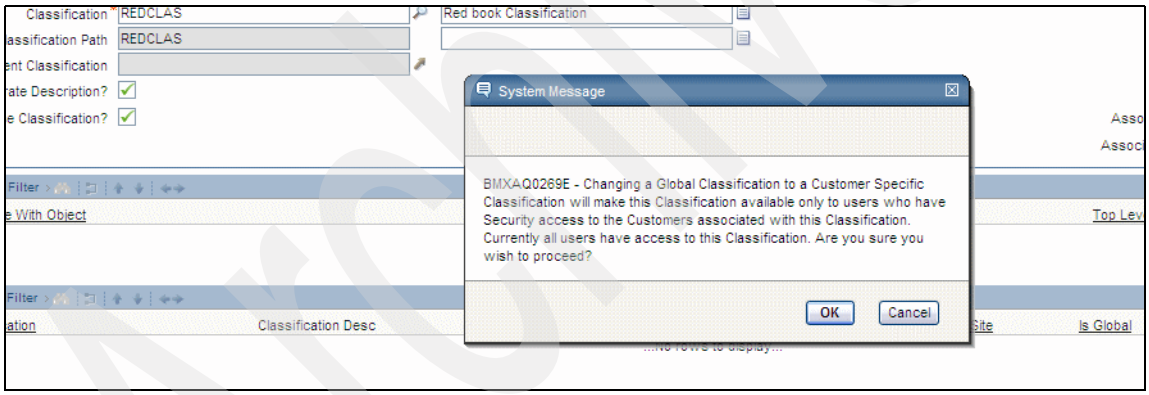

Figure 3-34 Message window
2. To associate a classification with a customer, you deselect the field **Is Global?**, and click the **OK** button on the message window, as shown in Figure 3-34. When the Global field is not selected, the Customer field becomes editable.